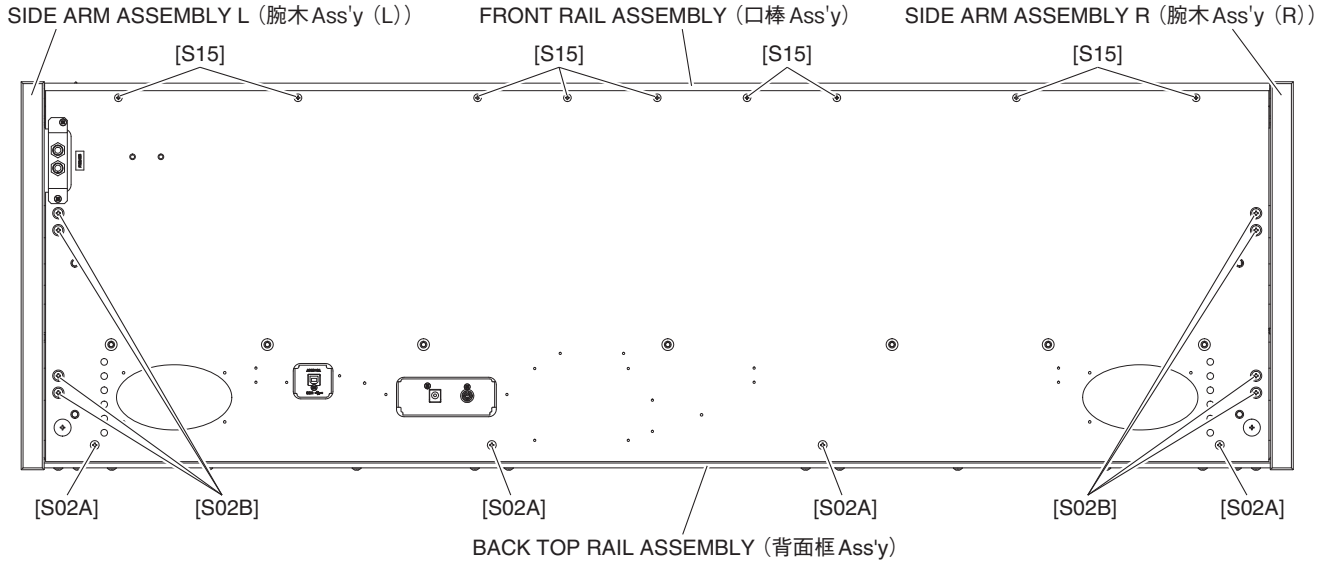

Fig. 12（図12）
16-2 Remove the four (4) screws marked [S01] and four (4) screws marked [S02A]. The back top rail assembly can then be removed. (Fig. 12)
16-2 [S01] のネジ 4 本と [S02A] のネジ 4 本を外して、背面框 Ass'y を外します。(図 12)
17-8 Remove the nine (9) screws marked [S15]. The front rail assembly can then be removed. (Fig. 12)
17-8 [S15] のネジ 9 本を外して、口棒 Ass'y を外します。(図 12)
18-9 Remove the four (4) screws marked [S02B]. The side arm assembly L can then be removed. (Fig. 12)
18-9 [S02B] のネジ 4 本を外して、腕木 Ass'y（L）を外します。(図 12)